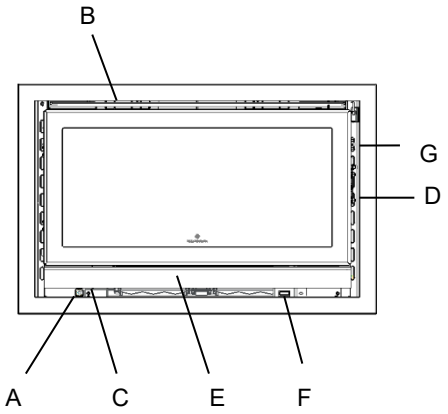

Figura 19 – Esquema de componentes
1. Abrir o controlo do ar de combustão "Ar-Primário" (C-Figura 19).
2. Abrir o registo da pala de fumos, saída de gases (G-Figura 19).
4. Quando fechar a porta, deverá fechar parcialmente a saída de ar quente "Pala de fumos" (G-Figura 19) e fechar o controlo do ar de combustão "Ar-Primário" (C-Figura 19).